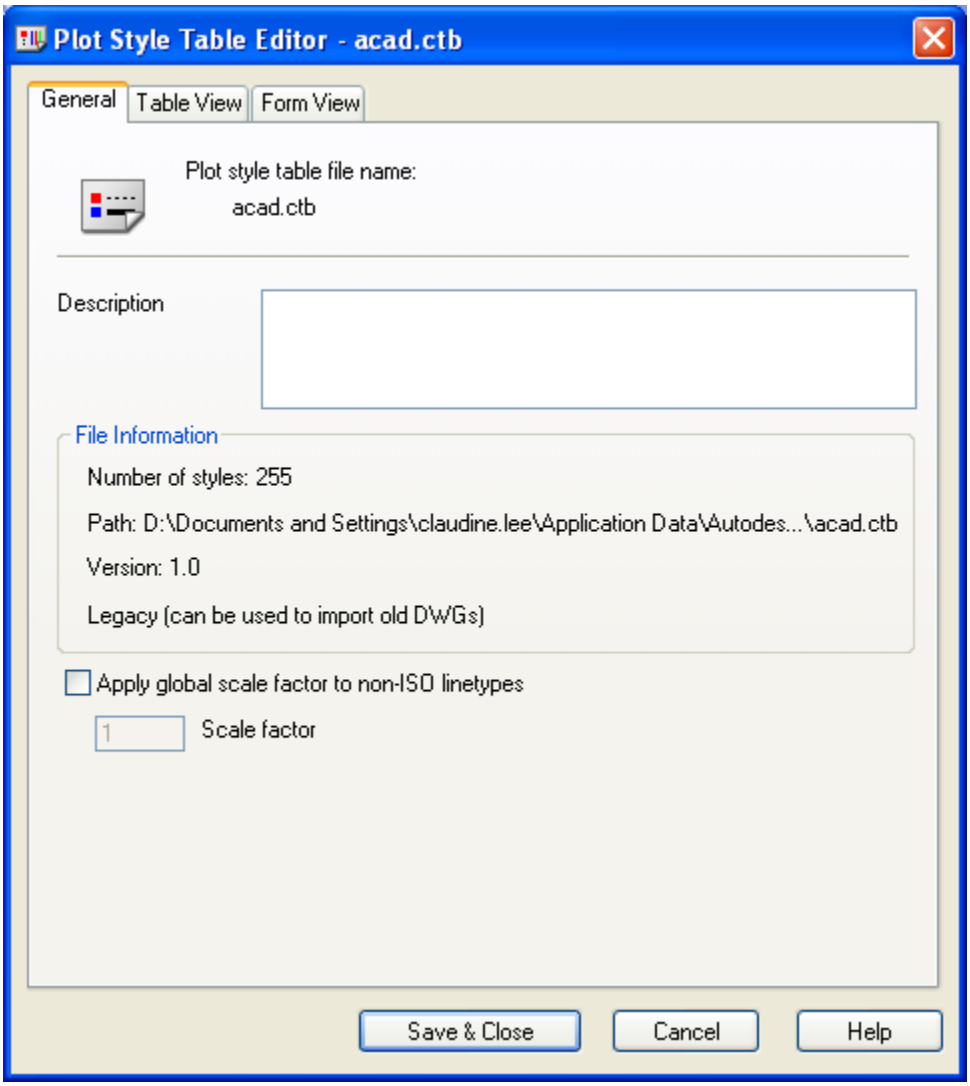

Figure 4 - Plot Style Table Editor (General Tab)
- **Next, if you prefer to add some descriptive information about the changes that you made to your Pen Style, select the "General" tab. (Figure 4).**